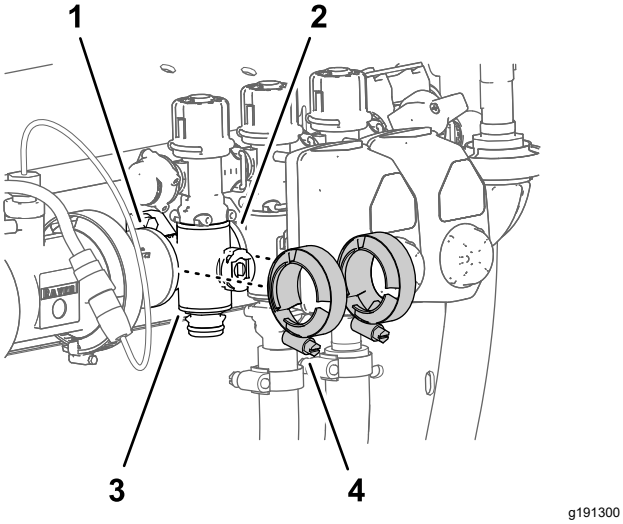

Figure 128
3. Remove the 2 flange clamps that secure the section-manifold valve to the flanges of the adjacent components (Figure 128).